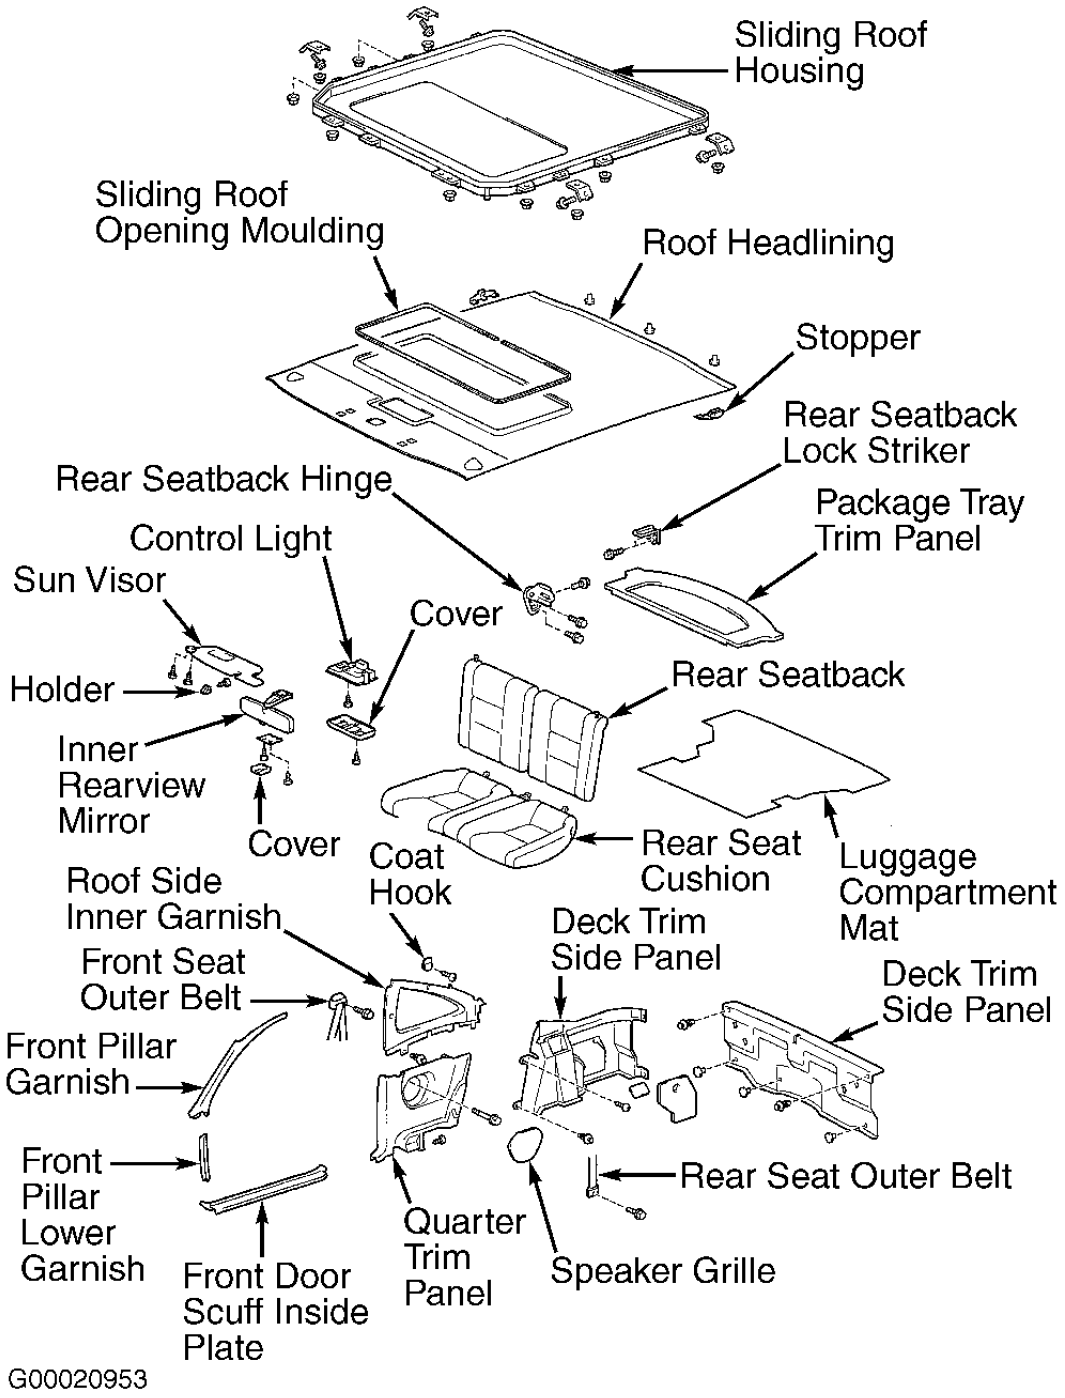

Fig. 43: Remove Headlining (1999 Celica)
1. Close sun roof. Turn ignition off. Release and fold down rear seatback. Remove 2 bolts and seatback. Pull up on front of rear seat cushion and remove seat belts through seat cushion. Remove seat cushion wire from seatback center hinge and remove rear seat cushion. Remove front pillar upper and lower trim. See **Fig. 43** . Remove front door scuff plates. Remove rear view mirror, sun visors and holders. Remove sun roof control switch cover and switch. Remove rear seatback hinges and lock strikers.